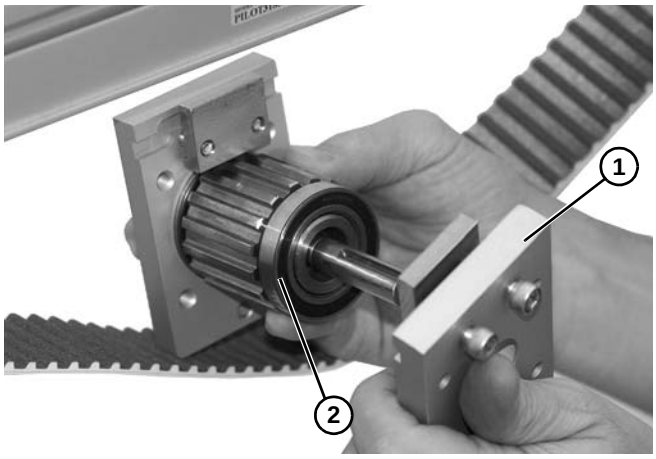

Abbildung 87
6. Montageblock **(Abbildung 87, Teil 1)** auf Spindel **(Abbildung 87, Teil 2)** montieren.